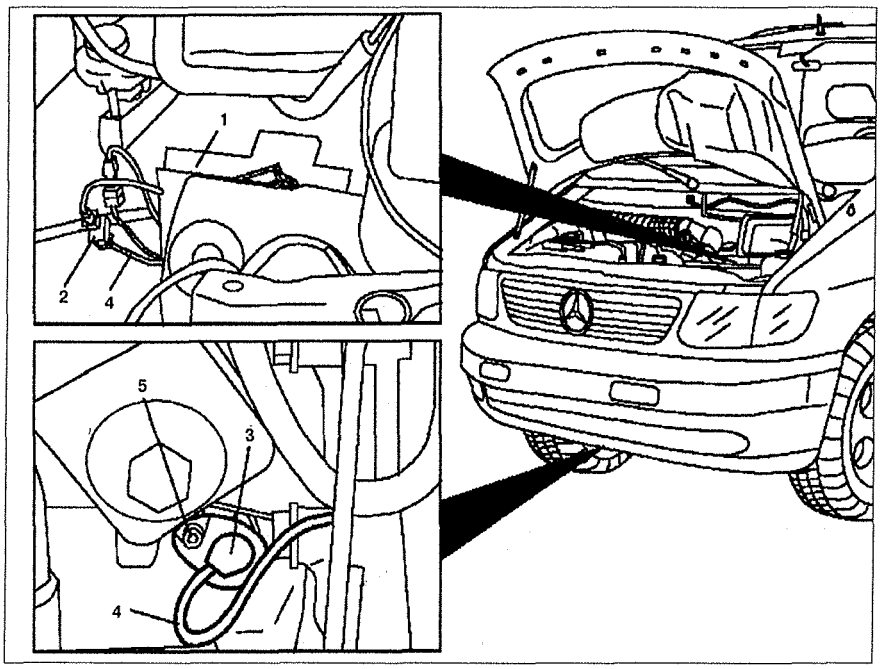

Рис. 3.50. Датчик частоты вращения коленчатого вала двигателя:
2. Снимите крышку на коробке **1** (см.рис.3.50).